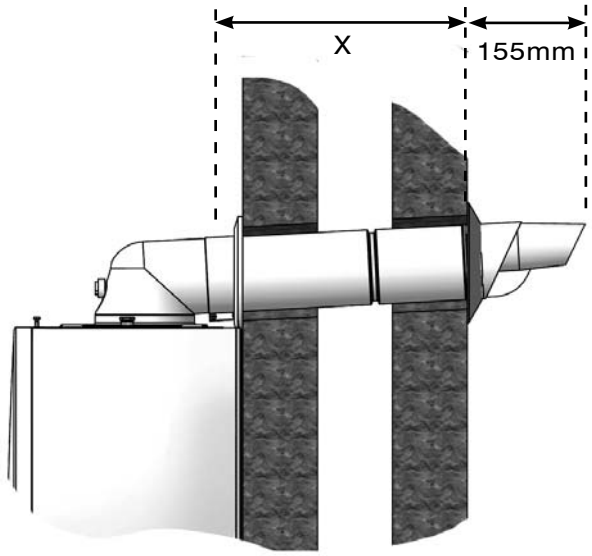

Fig. 1
1.5 Take a measurement from the outside of the wall to the edge of the turret dimension "X" Fig. 1.